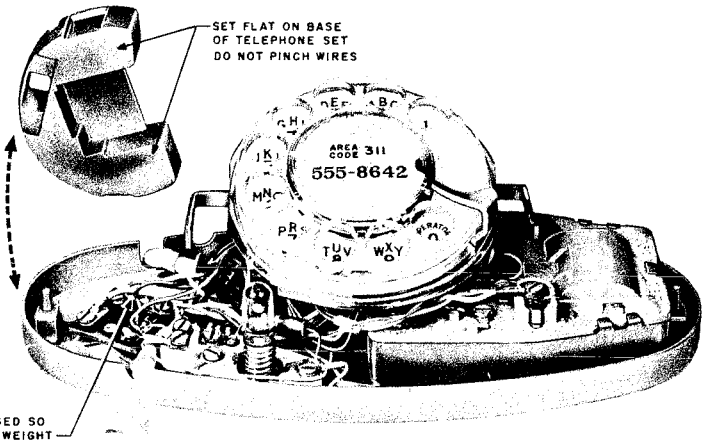
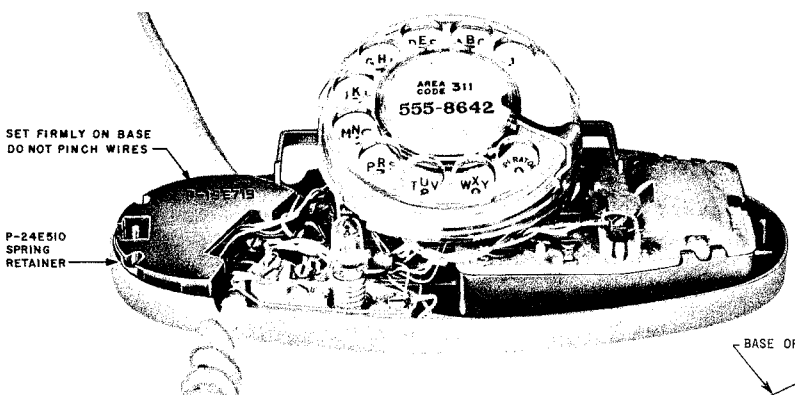
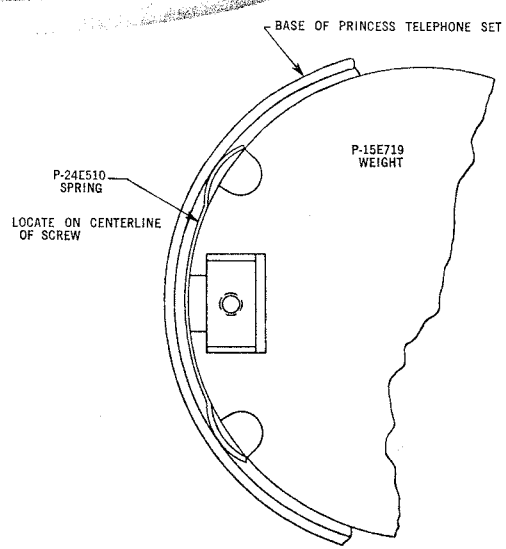

Fig. 16 — P-15E719 Weight Removed from 701B Telephone Set
Fig. 17 — P-15E719 Weight Mounted in 701B Telephone Set
Fig. 18 — Location of P24E510 Spring
3.18 The weight mounts in the telephone set directly over the terminal block (Fig. 16). All leads to the block must be dressed so that the spade tips fall wholly within the boundaries of the block (Fig. 17). The weight shall rest flat on the base of the telephone set. Insert the P-24E510 spring retainer as shown in Fig. 18.
4.10 If no weight has been inserted, remove the telephone housing, dress the leads and spade tips to provide space and clearance for a P-15E719 weight. Insert weight and a spring as shown in figures 16, 17 and 18 and Para 3.17 and 3.18.